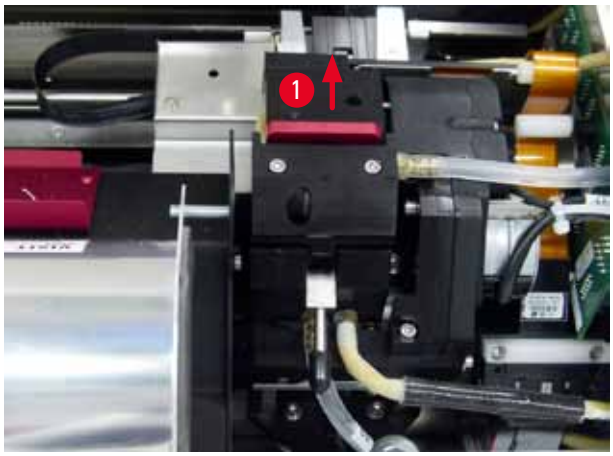

Abb. 49
2. Der Druckkopf (→ "Abb. 49-1") bewegt sich nach oben zu einer ca. 1 cm von der Dichtlippe entfernten Position (→ "Abb. 49").